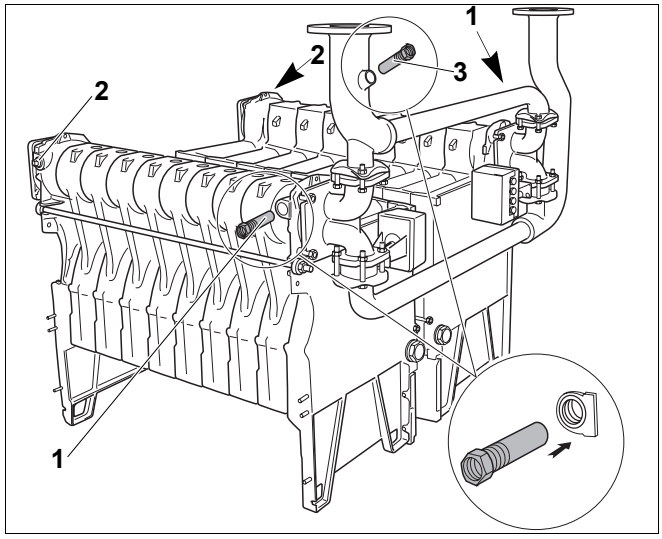

Rys. 32 Uszczelnienie tulei zanurzeniowych i korków
- Uszczelnić z zewnątrz tuleje zanurzeniowe (rys. 32, **poz. 1**) i korki ¾" (rys. 32, **poz. 2**) na prawym i lewym bloku kotła.
- W rurze zasilania uszczelnić trzecią tuleję zanurzeniową (rys. 32, **poz. 3**, zobacz materiały montażowe).